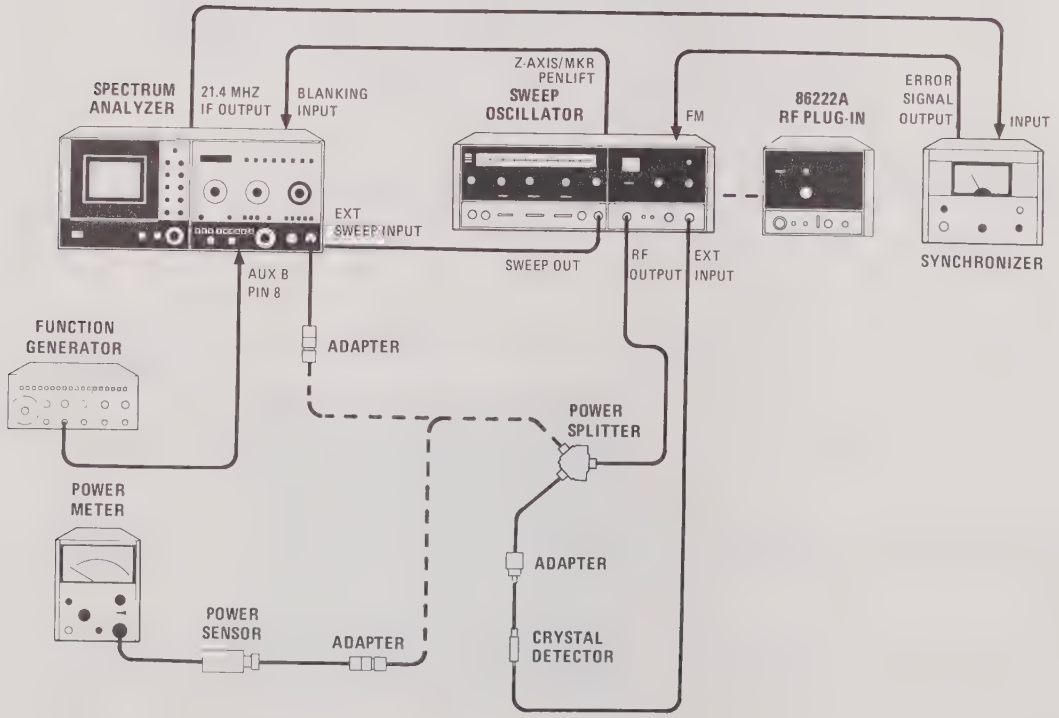
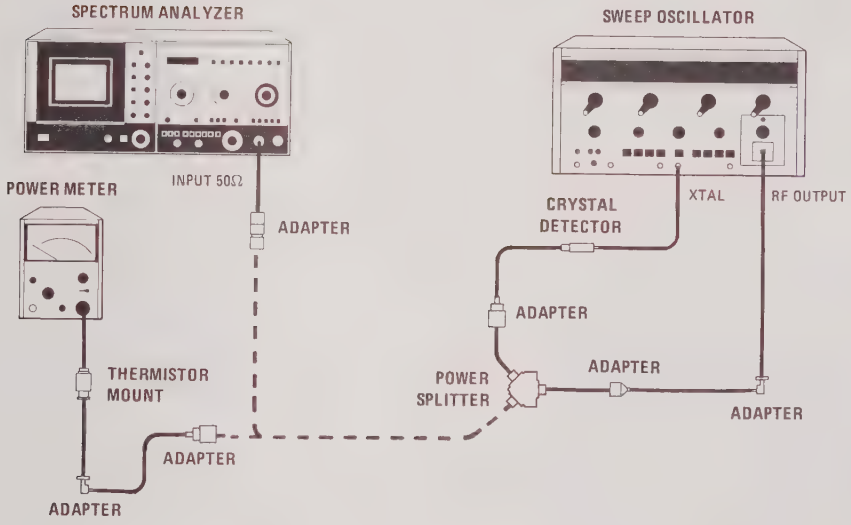

Figure 5-54. Frequency Response Adjustment Test Setup (Configuration A)
Figure 5-55. Frequency Response Adjustment Test Setup (Configuration B)
If an extended range sweep oscillator (8620C/86290A-H08) is available, only the test equipment listed for CONFIGURATION A (Figure 5-54 is required. A standard 8620C/86290A sweep oscillator may be substituted, but then equipment listed for both CONFIGURATION A and B (Figure 5-55 is required.
CONFIGURATION A (Figure 5-54):
CONFIGURATION B (Figure 5-55):
b. Reconnect power cord, set LINE switch ON, connect equipment as shown in Figure 5-54. CONFIGURATION A, and set controls as follows:
r. Connect 8690B/8696A as shown in Figure 5-55 CONFIGURATION B and set sweep oscillator for a CW frequency of 18 GHz.